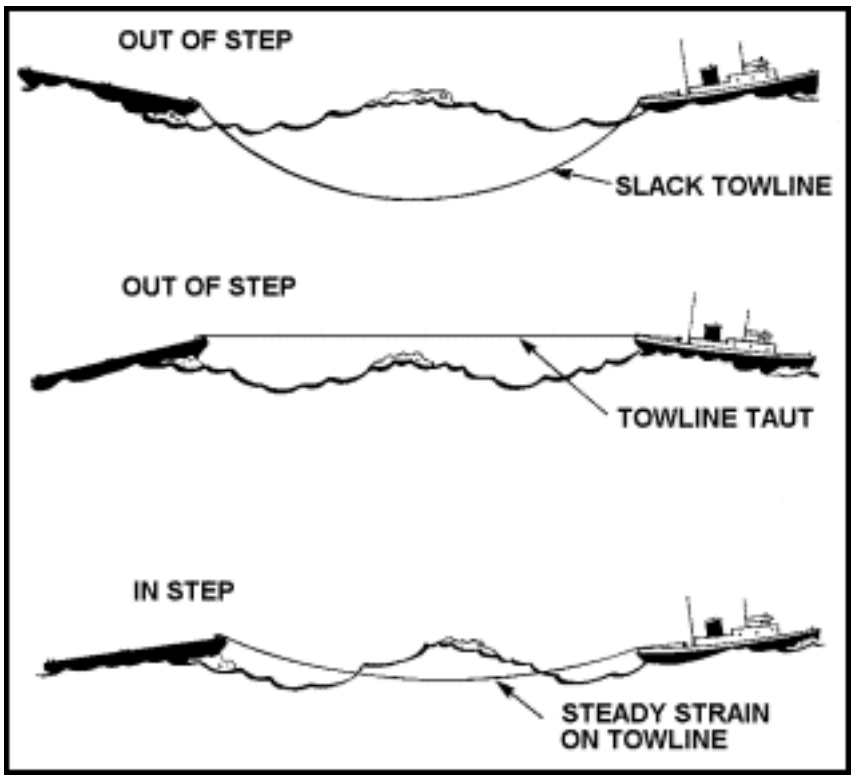

Figure 2-6. Tow Riding In/Out of Step
- Observes how the tow is riding (Figure 2-6) and reports any unusual conditions to the bridge.